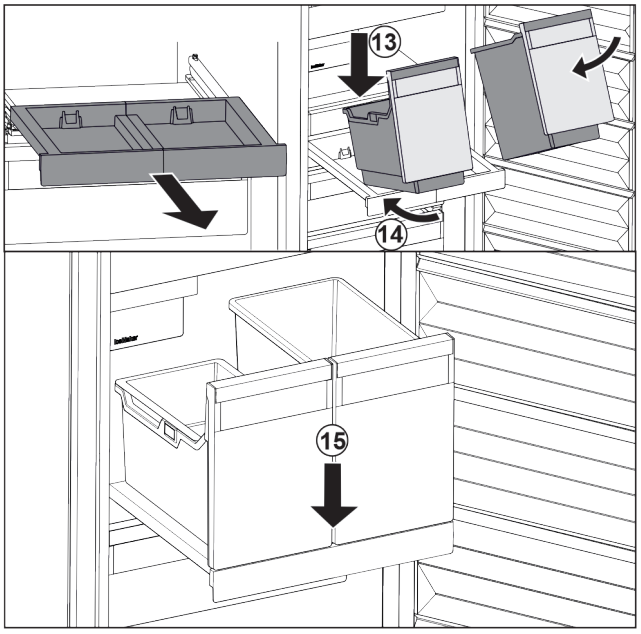

Fig. 90
▶ Place the container at an angle on the pull-out board. *Fig. 90 (13)*
▶ Slide the container to the back at an angle. *Fig. 90 (14)*
▶ Place container in the front. *Fig. 90 (15)*